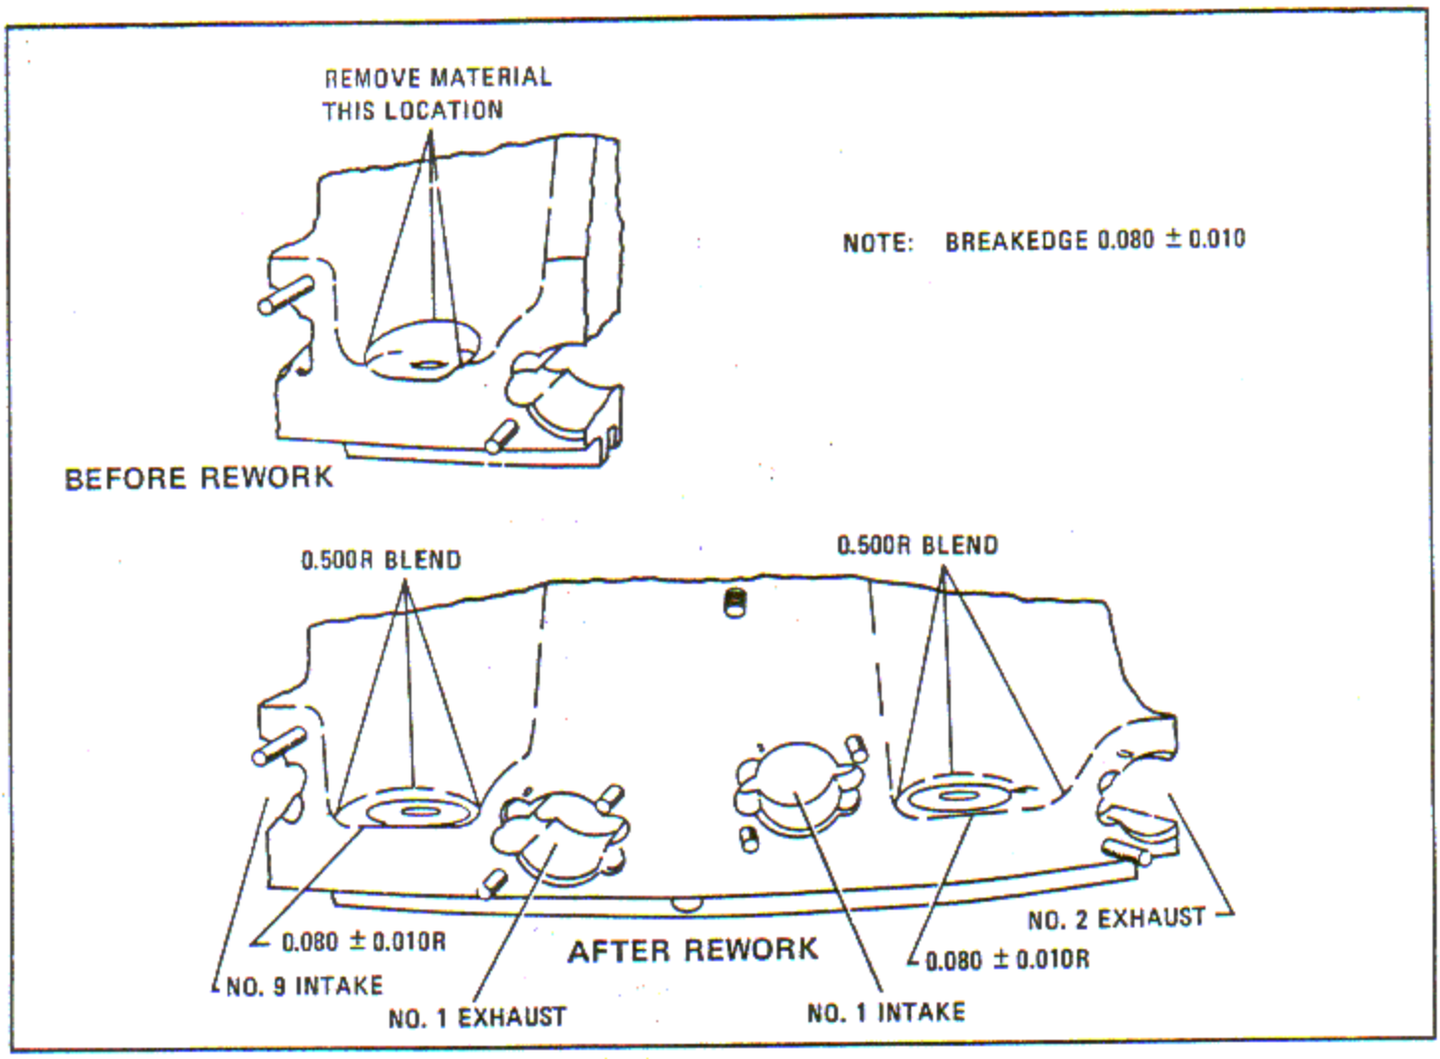

Figure 6-32. Crankcase Front Section - Rework to Prevent Cracking
c. Recontour the areas shown in figure 6-32, using a double cut olive shape 1/4 inch shank midget mill mounted in a suitable hand grinder.
d. Remove the triangular shaped areas, and the raised sections around the attaching bolt spot faces as flush as possible. See figure 6-32.